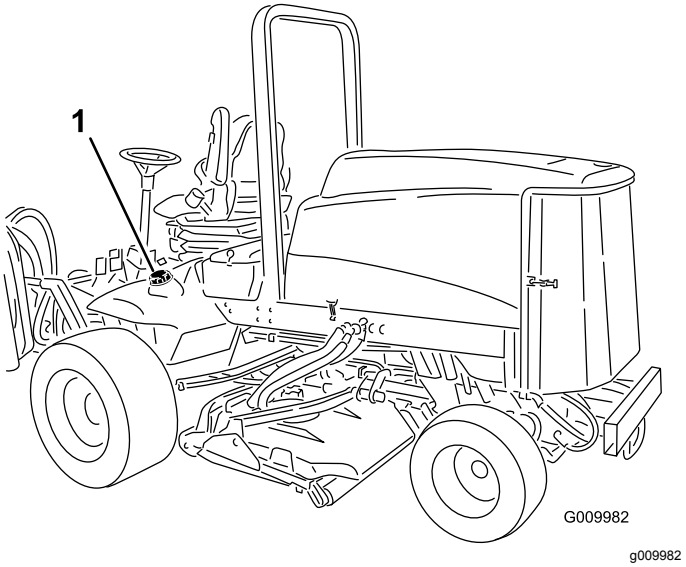

Rysunek 17
1. Odkręć korka wlewu paliwa (Rysunek 17).